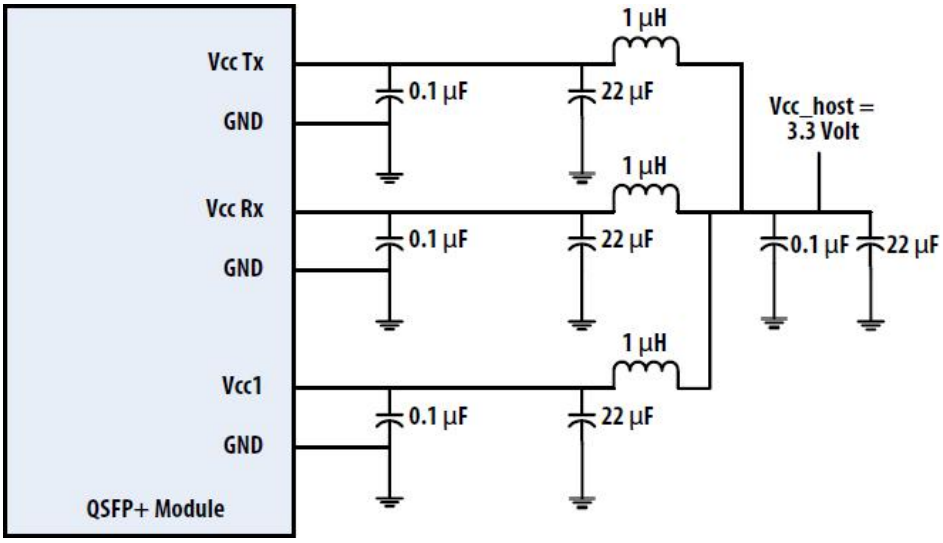

Figure 4 – Recommended Power Supply Filter
6. 6.Receiver sensitivity (OMA_{outer}) (max) is informative and is defined for a transmitter with a value of SECQ up to 3.4 dB. It should meet Equation (1), which is illustrated in Figure 4.